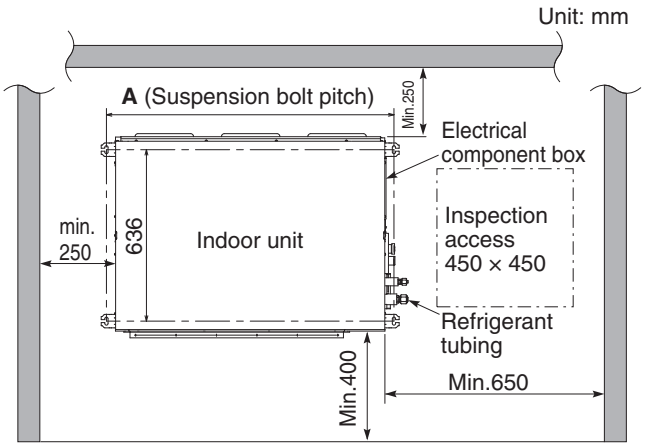

Fig. 3-1
- The minimum space for installation and service is shown in Fig. 3-1 and Table 3-1.
(1) When placing the unit inside the ceiling, determine the pitch of the suspension bolts referring to the dimensional data as shown in Fig. 3-1 and Table 3-2.